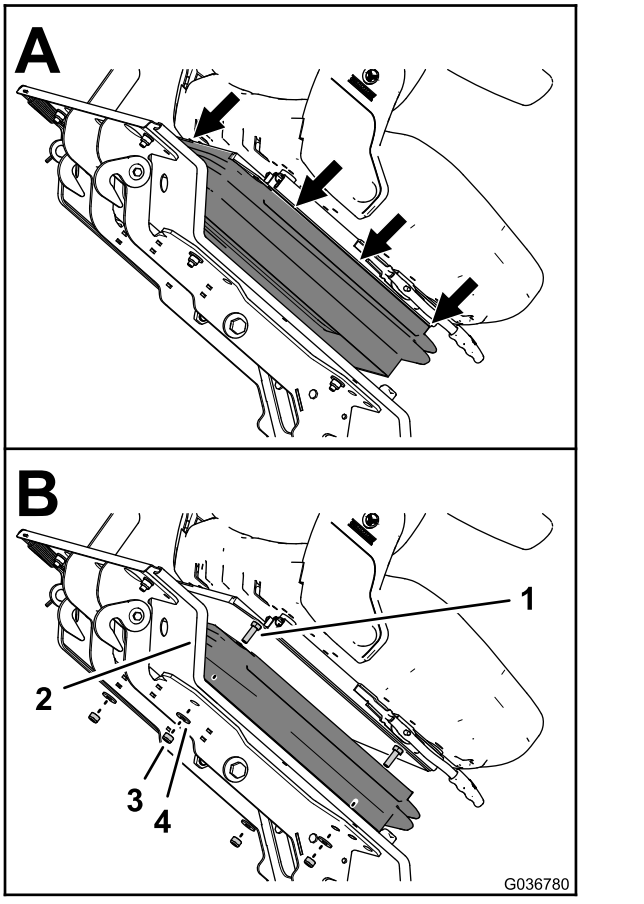

Figure 10
C. Une fois que toutes les languettes sont sorties de leur fente, abaissez le soufflet en caoutchouc (A de la Figure 10).
4. Soutenez le siège et retirez les 4 rondelles (8 mm) et les 4 contre-écrous (8 mm) qui fixent le siège sur sa plate-forme (B de Figure 10).